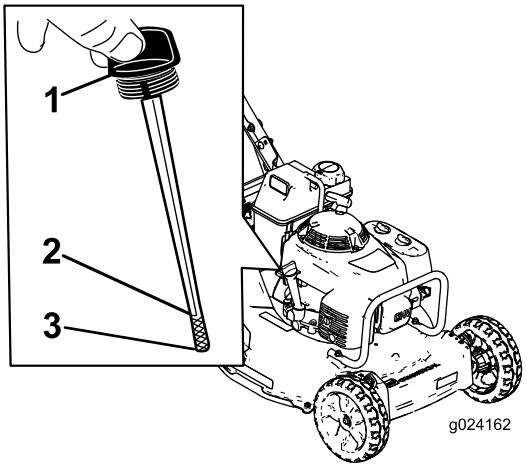

Figur 6
Kontrollera att oljenivån ligger mellan påfyllningsmärket och fullmarkeringen på oljestickan varje gång innan gräsklipparen används (Figur 6).
2. Gör rent runt oljestickan (Figur 6).